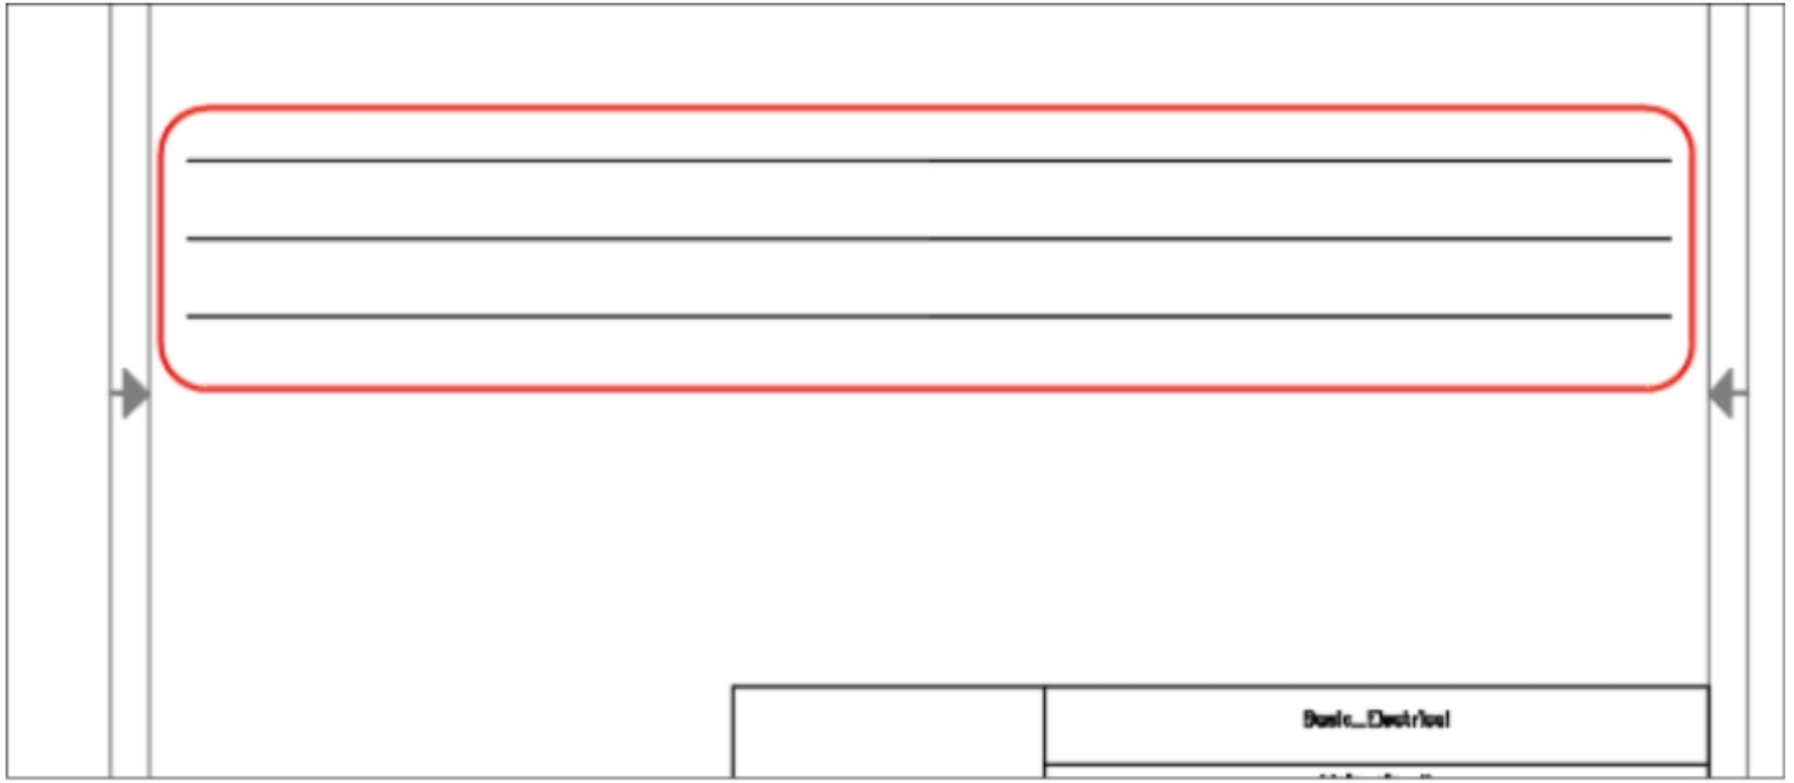

Figure-56. Wire bus to be created
- Click in the drawing area to specify start point and end point. Create the wire bus as shown in Figure-56.